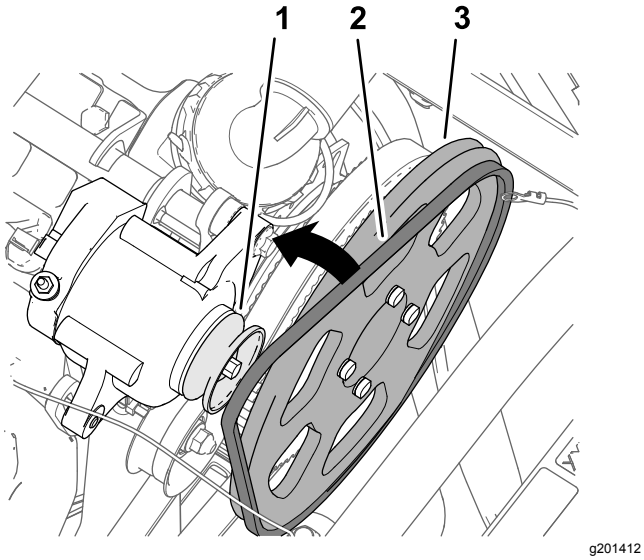

Rysunek 185
3. Nałóż pasek klinowy na koło napędowe 279 mm i koło pasowe alternatora (Rysunek 185).